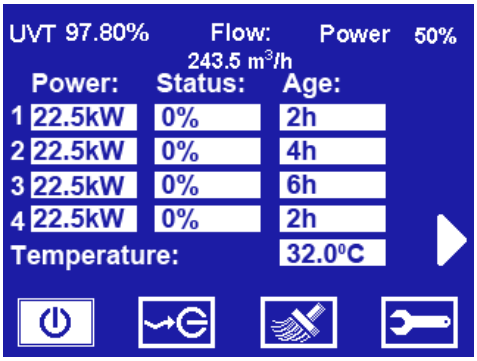

Figure 8-1: Lamp power screen
Step 1. To switch on the lamps, log in to the **Control Module** and press ▶until the Lamps Power screen appears (**Figure 8-1**).